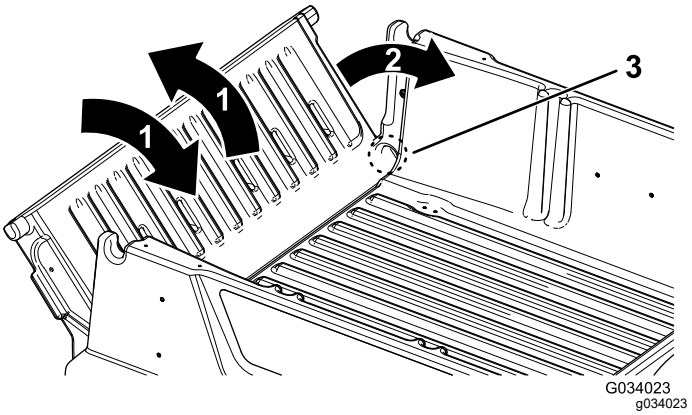

Figur 18
2. Drej bagklappen til en position på cirka 45° (Figur 18).
3. Drej bagklappen frem og tilbage flere gange med en kort, vibrerende bevægelse (Figur 18).